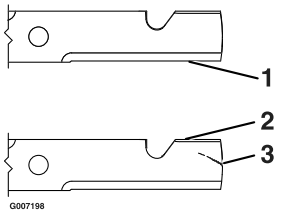

Figuur 44
1. Controleer de snijranden (Figuur 44). Als de randen niet scherp zijn of bramen vertonen, moet u de maaimessen verwijderen en slijpen; zie Maaimessen slijpen.
2. Controleer de messen, in het bijzonder het gebogen deel. Als u beschadiging, slijtage of groefvorming in dit deel constateert (punt 3 in Figuur 44), moet u het mes direct vervangen.